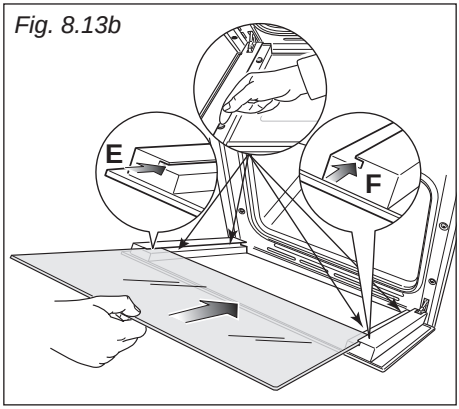
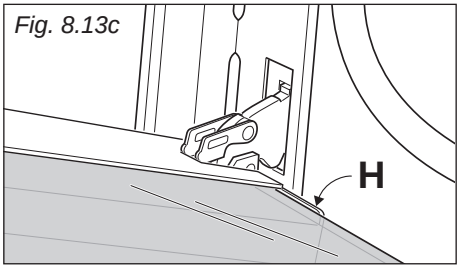

Fig. 8.13b
Fig. 8.13c
IMPORTANT: It is advisable, while refitting the glass, to keep pressed in position the four rubber pads "**D**", by a finger, to avoid breakage or slippage of the rubber pads themselves (fig. 8.13b).
- Insert the pane in the left "**E**" and right "**F**" slide guides (fig. 8.13b), and gently slide it to the retainers "**H**" (fig. 8.13c).